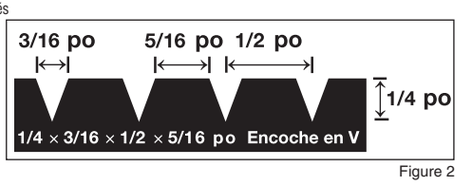

Figure 2
- Truelle à encoches en V de 6 mm x 13 mm x 8 mm (1/4 po x 1/2 po x 3/16 po) (Figure 2)